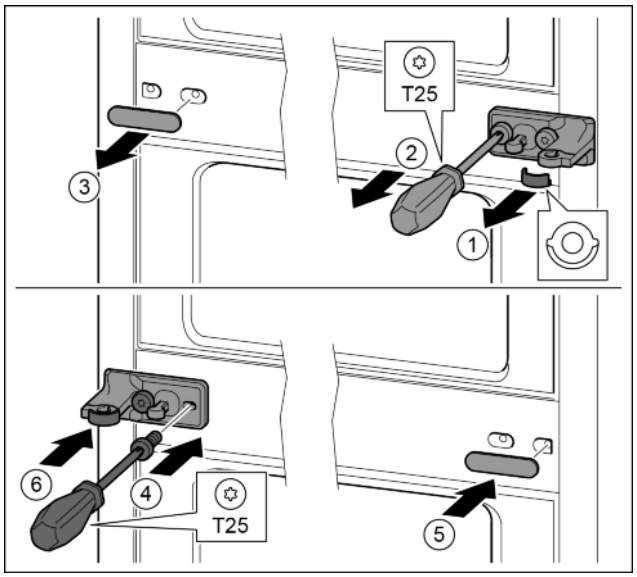

Fig. 30
▶ Schijf eraf trekken. *Fig. 30 (1)*
▶ Schroeven met schroevendraaier T25 eruit draaien. *Fig. 30 (2)*
▶ Afdekking voorzichtig eraf trekken. *Fig. 30 (3)*
▶ Lagerbus met folie 180° gedraaid op de andere kant bevestigen. *Fig. 30 (4)*
▶ Afdekking 180° gedraaid op de andere kant aanbrengen. *Fig. 30 (5)*
▶ Schijf vanaf de voorkant erop schuiven. *Fig. 30 (6)*